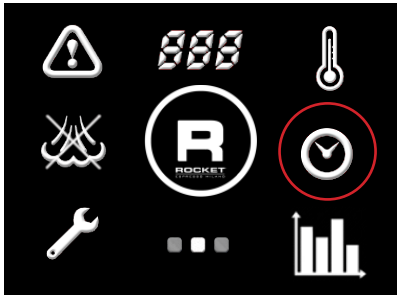

Bildschirm 2 - Symbol Uhr
- Gehen Sie auf Bildschirm 2 (Hauptmenu).